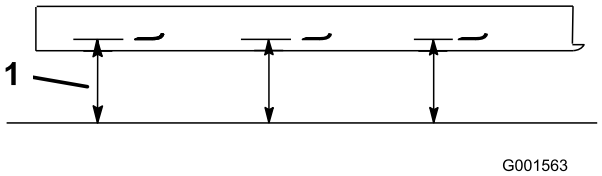

Figur 55
2. Mät från ett jämnt underlag till knivseggen, läge A (Figur 55). Anteckna detta mått.